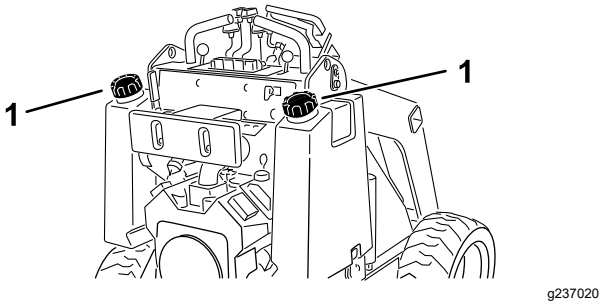

Figuur 7
3. Reinig de omgeving van de tankdop en verwijder deze (Figuur 7).